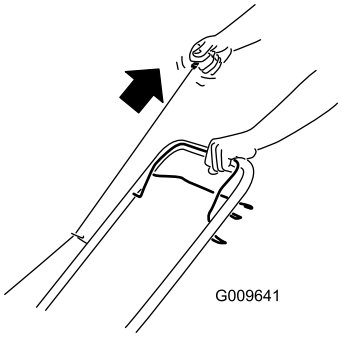

Figuur 12
2. Trek aan de handgreep van het startkoord (Figuur 12)
Opmerking: Trek de starthandgreep langzaam uit totdat u weerstand voelt, daarna krachtig uittrekken (Figuur 12). Laat het koord langzaam terugkeren.